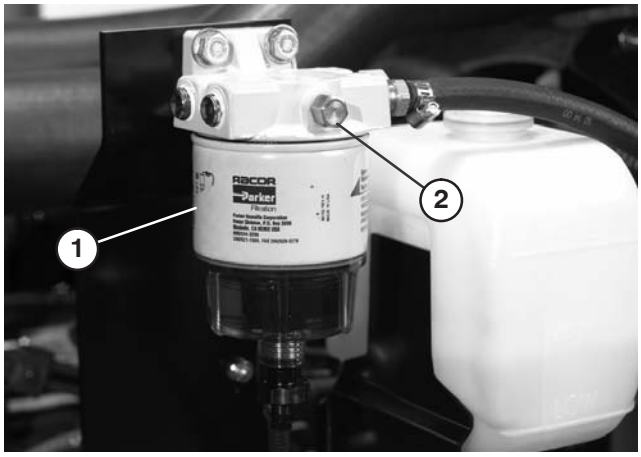

Bild 27
3. Öffnen Sie den Entlüfterstutzen am Kraftstofffilter/Wasserabscheider (Bild 27).